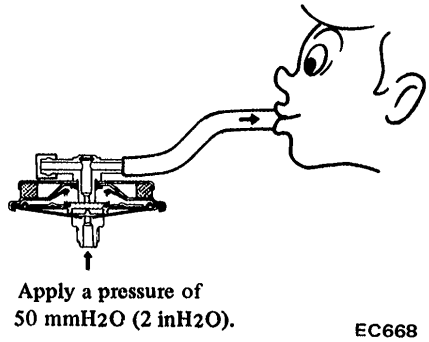

Fig. EC-31 Checking B.P.T. valve
1. Apply a pressure above 50 mm H_2O (2 inH_2O) to B.P.T. valve and orally suck port back, as shown in Figure EC-31, to check for leakage. If a leak is noted, replace valve.